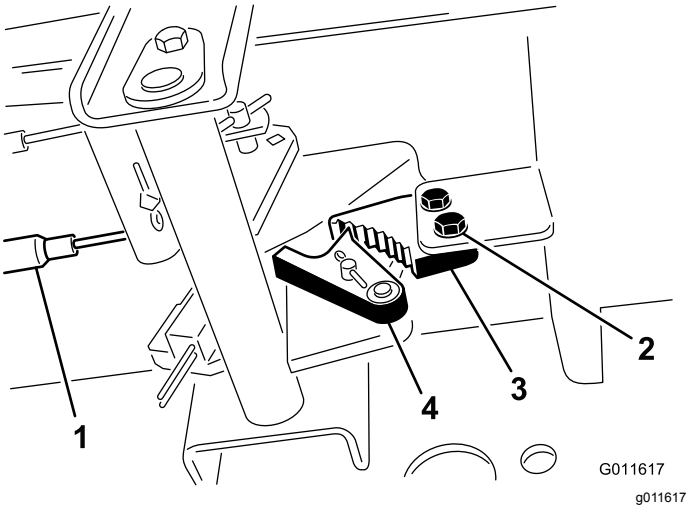

Figur 88
1. Lossa de två skruvar som håller fast parkeringsbromsens spärrhake på ramen (Figur 88).
2. Tryck parkeringsbromspedalen framåt tills bromsspärren griper in helt i parkeringsbromsens spärrhake (Figur 88).